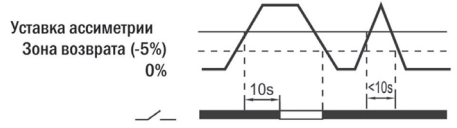

Рис. 5 – Контроль асимметрии фаз
6.3. Контроль асимметрии фаз (рис. 5.)